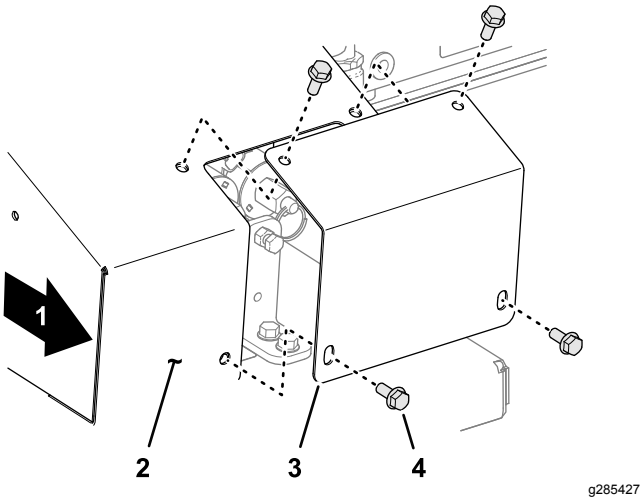

Figur 28
1. Vid maskinens högra sida avlägsnar du de fyra flänshuvudskruvarna som fäster skyddsplåten på säkerhetskåpan (Figur 28).